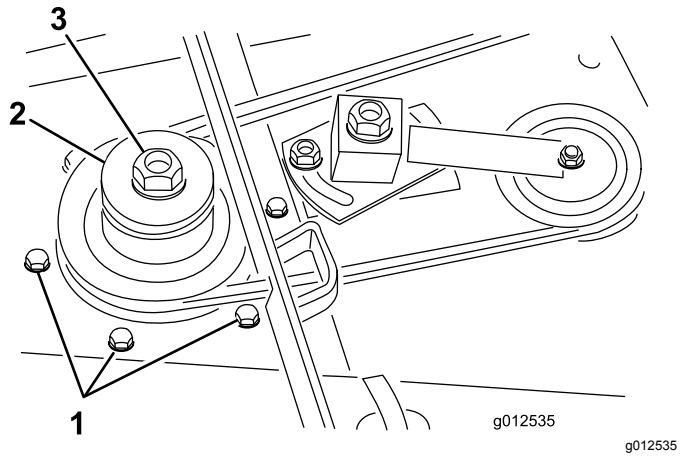

図 5
4. スピンドルハウジングアセンブリを刈り込みデッキに固定しているキャリッジボルトフランジナット各6を外す図 5。刈り込みデッキの下からスピンドルハウジング・アセンブリを引き出す。